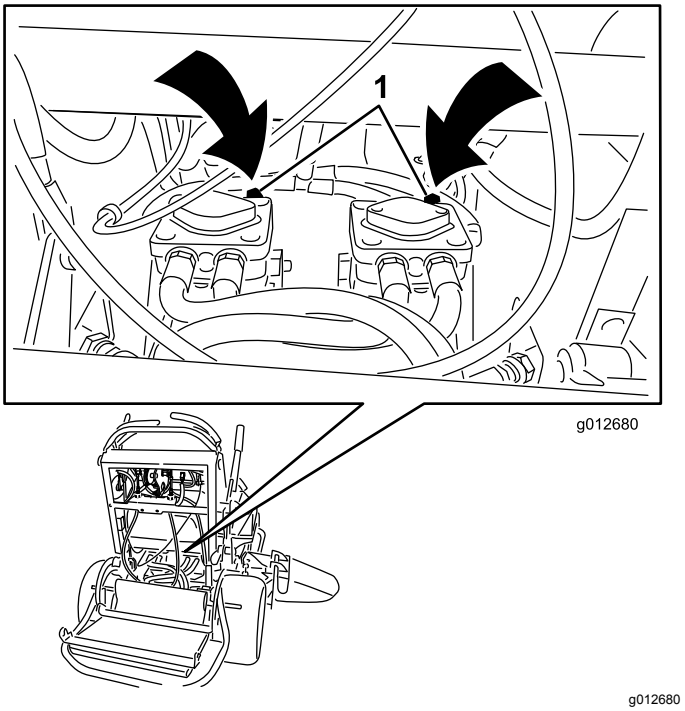

Figur 24
3. Åpne omløpsventilen på begge pumpene ved å vri dem mot klokken én til to ganger (Figur 24).